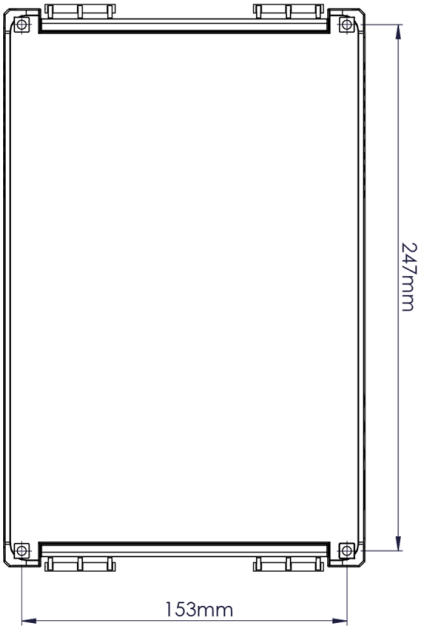

Abb. 3: Lochabstand für Befestigung
3. Die vier Dübel mit den Bohrungsmaße 153mm x247mm auf der Befestigungswand anbringen (vgl. Abb. 3)